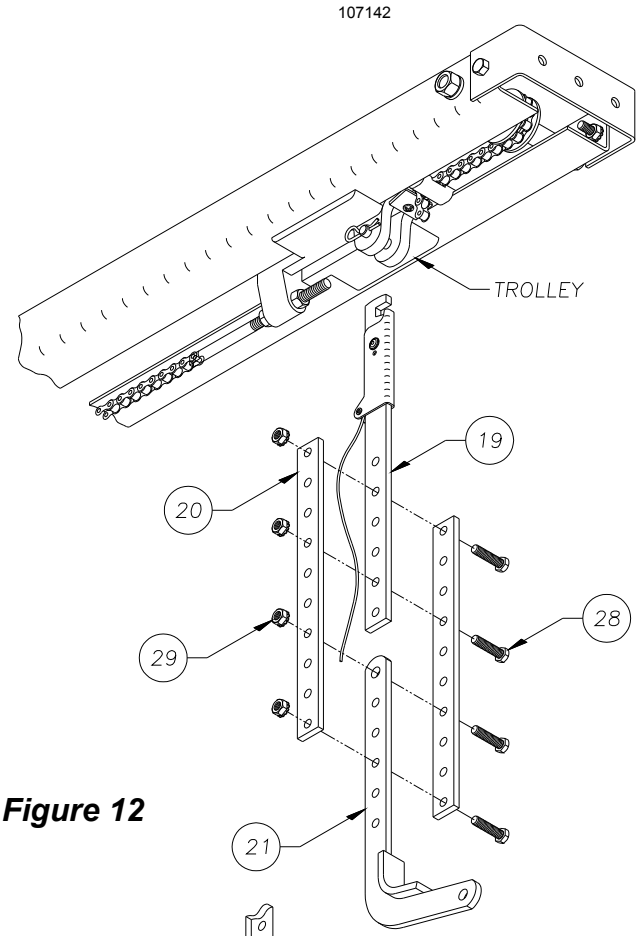

Figure 12
9) Fully close the door and move the trolley to within 2 inches of the idler sprocket. Using Figure 12 as a guide, connect the release arm (Item 19) to the trolley. Connect the two extension arms (Item 20) and the door curved arm (Item 21) to the door release arm with 5/16 inch bolts and keps nuts (Items 28 & 29).